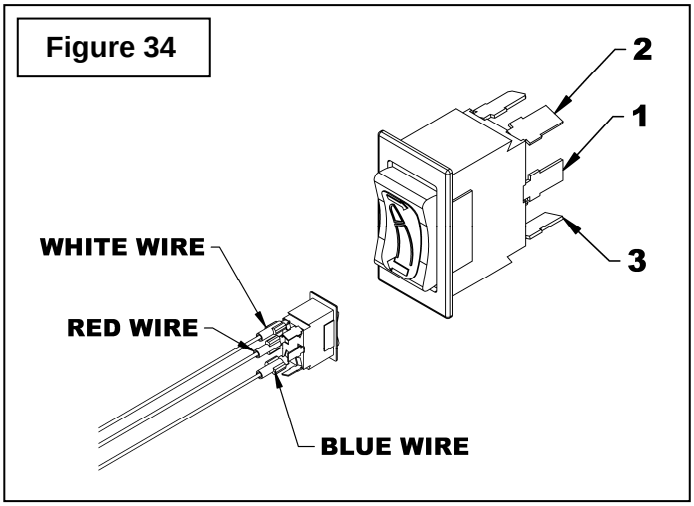

Figure 34
3. **Figure 34:** Connect the red wire to blade 1, the white wire to blade 2 and the blue wire to blade 3 of the switch. The red wire **must** be connected on the center blade (item 1).